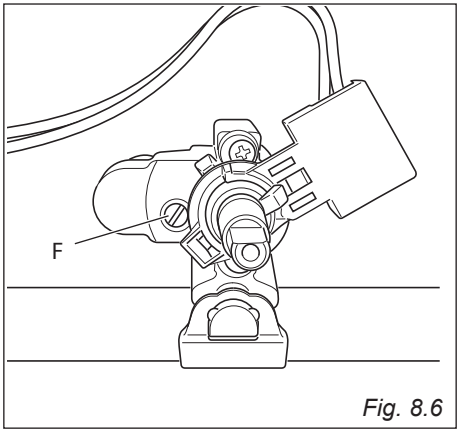

Fig. 8.6
- With a thin screwdriver turn the screw "**F**" until adjustment is correct (fig. 8.6).